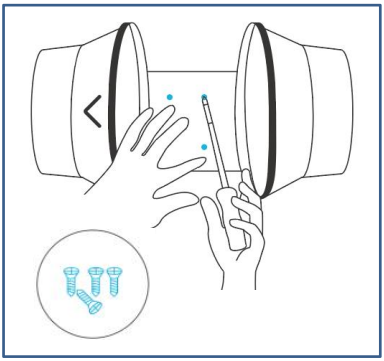

Fig.7.
3、Align the flange bracket's holes with the wall anchors. Screw in four wood screws with a screwdriver or drill to secure the flange bracket.Make sure its airflow arrow is pointing in your desired direction.See the (Fig.7.)